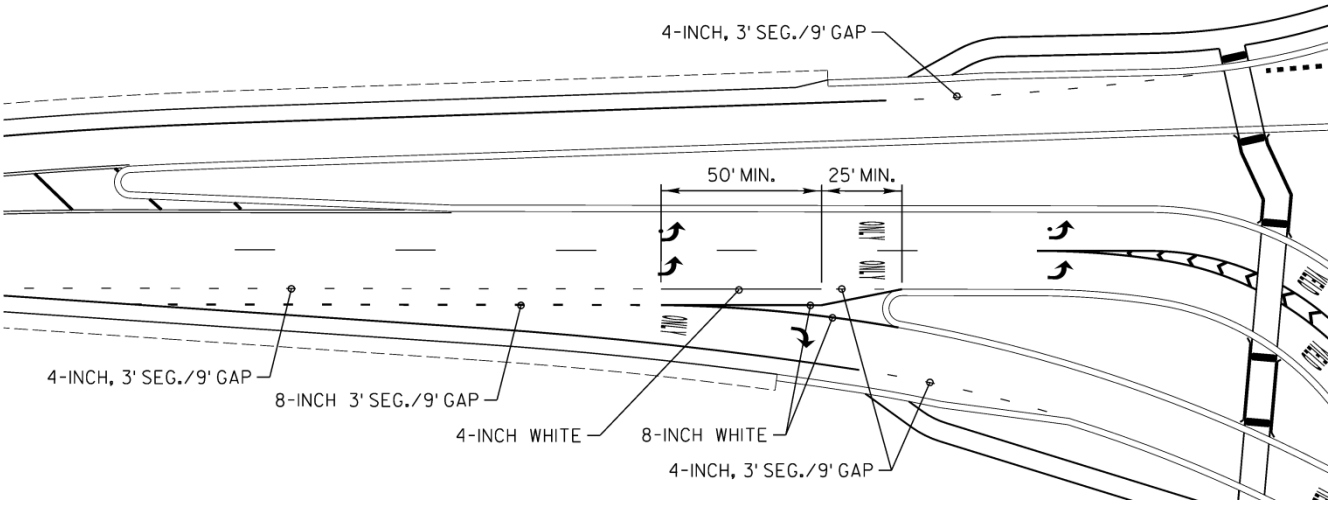

***Figure 35.6* Bike Lane Roundabout Marking**
- Bike lane markings in the approach as shown in Figure 35.6 in FDM 11-26-35.2.4.
18. When required, bike lane markings should be placed as per Figure 35.6.
Bike lane marking within the circulatory roadway is not permitted on any roundabouts. Refer to Figure 35.6 for Bike Lane markings on roundabout approaches.